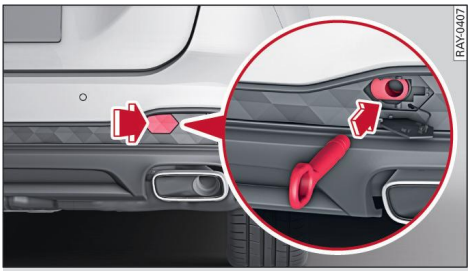

Fig. 168 Rear bumper: Fitting the towline anchorage
- Firmly press the cap inwards briefly ⇨ *Fig. 168*. The cap will be released from the bumper.